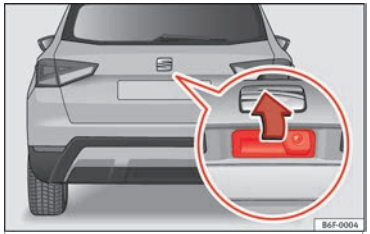

Rys. 6 Pokrywa bagażnika: uchwyt
System otwierania pokrywy bagażnika ma napęd elektryczny*. Aktywuje się go lekkim naciskiem na uchwyt ››› rys. 6.
- Otwieranie pokrywy bagażnika: nacisnąć lekko na uchwyt ››› **rys. 6**. Pokrywa otworzy się automatycznie.